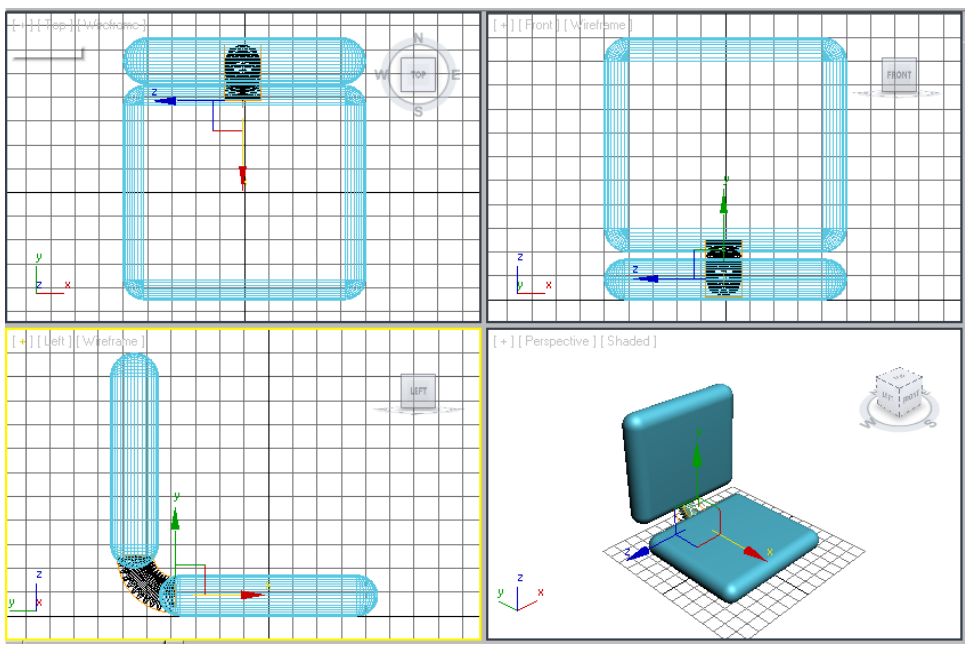

Figure 3-43 *Alignment of the spring support in all viewports*
4. Align the *spring support* in all viewports, refer to Figure 3-43. Choose the **Zoom Extents All** tool to display all objects properly in all viewports.